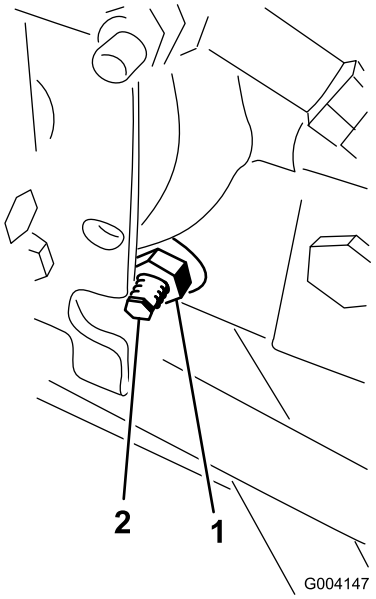

Figur 58
3. Løsn låsemøtrikken på traktionsjusteringsknasten til højre for hydrostaten (Figur 58).